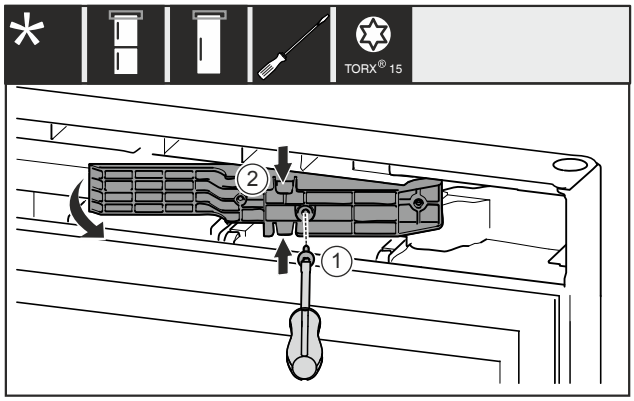

*Fig. 16 **
▶ Remove the screw *Fig. 16 (1)*.*
▶ Gently press the adapter piece *Fig. 16 (2)* together at the top and bottom and pull it out.*